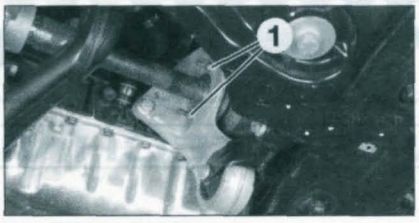

Figure 4-2
• Desserrer les 2 écrous (1) du palier intermédiaire de la transmission droite **(figure 4-2)**.